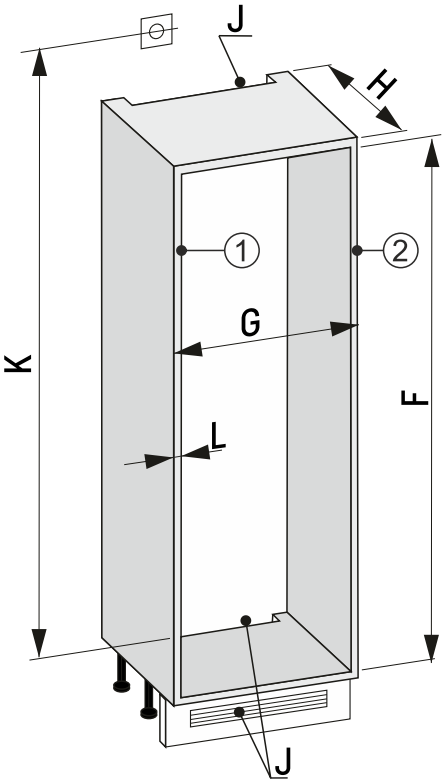

Fig. 86 Výklenek 30”
▶ Změřte tloušťku stěny nábytku *Fig. 86 (L)*.